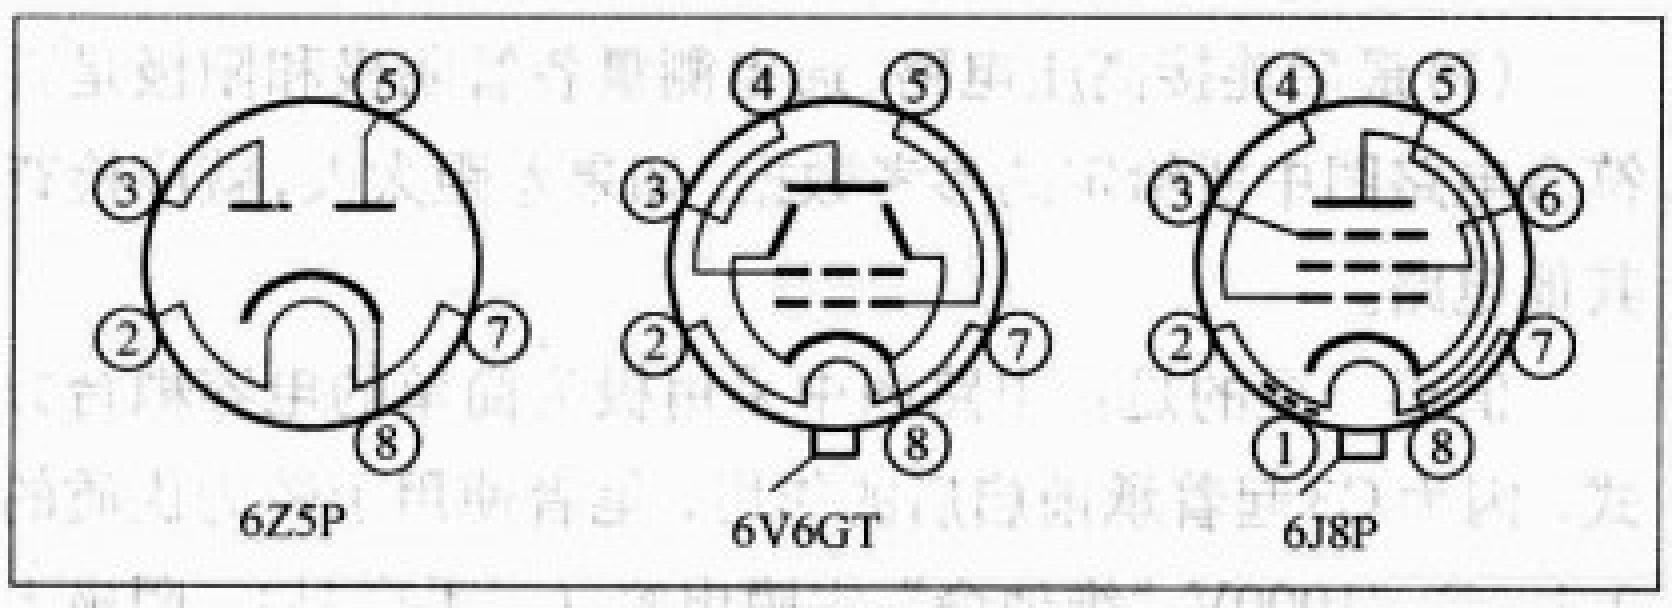
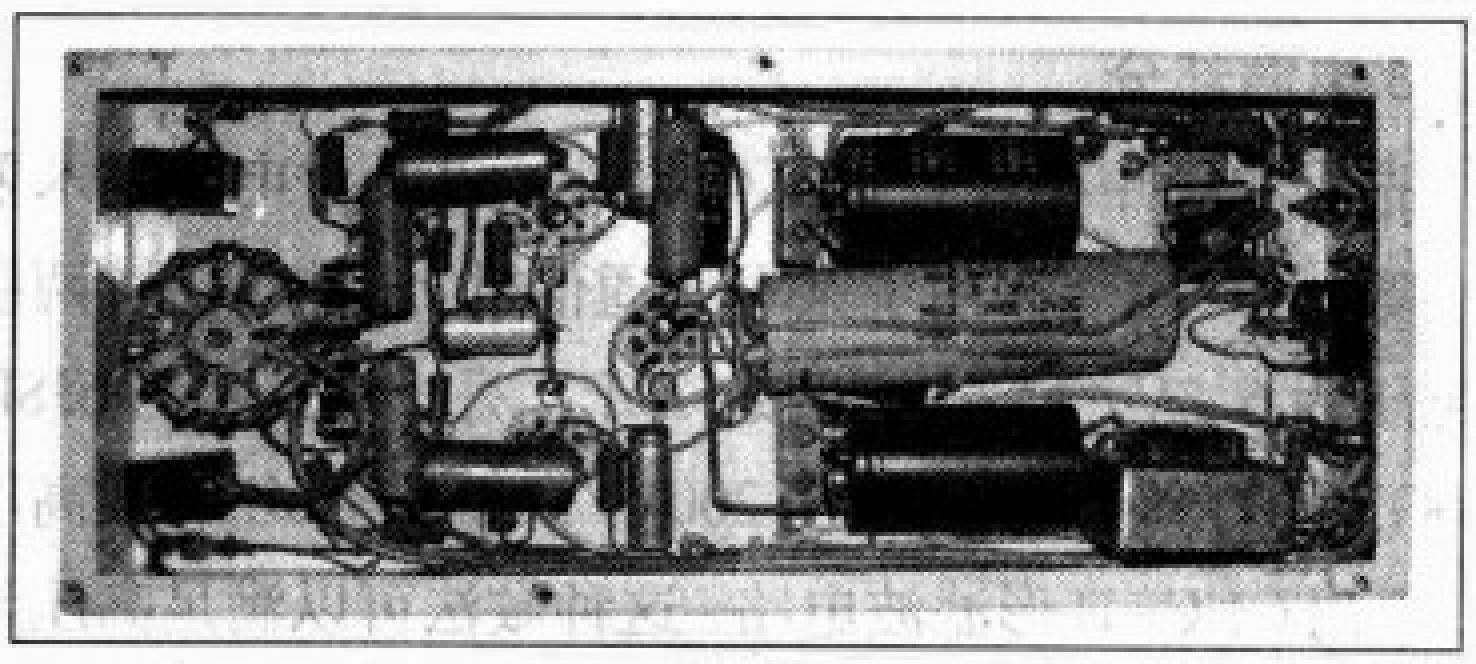

图6 电子管管脚示意图
图7
2.开机测量：各点电压尽量符合电路所标出的具体数据，使其6J8P、6V6GT 的静态工作点Q都位于甲类状态。6J8P、6V6GT、6Z5P的管脚示意图见图6。各元器件布局见图7。